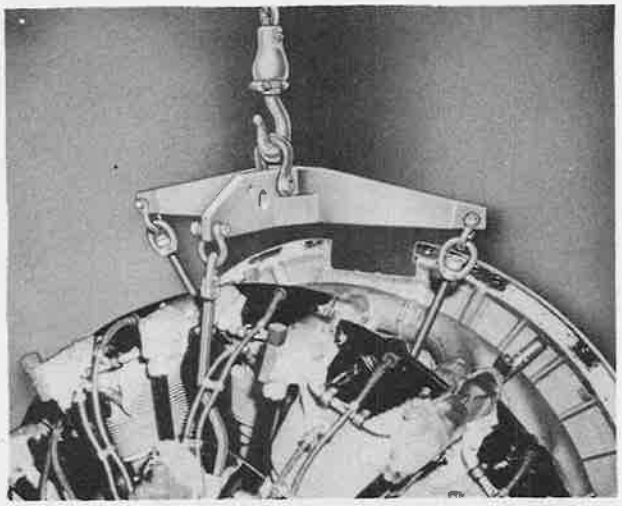

Figure 24—Engine Assembly Sling in Use
(7) HOISTING ENGINE ASSEMBLY.—An engine assembly may be lifted by attaching a sling (K13201) to three hoist fittings provided on the engine crankcase, as shown in figure 24. For construction details of this sling, refer to figure 109.